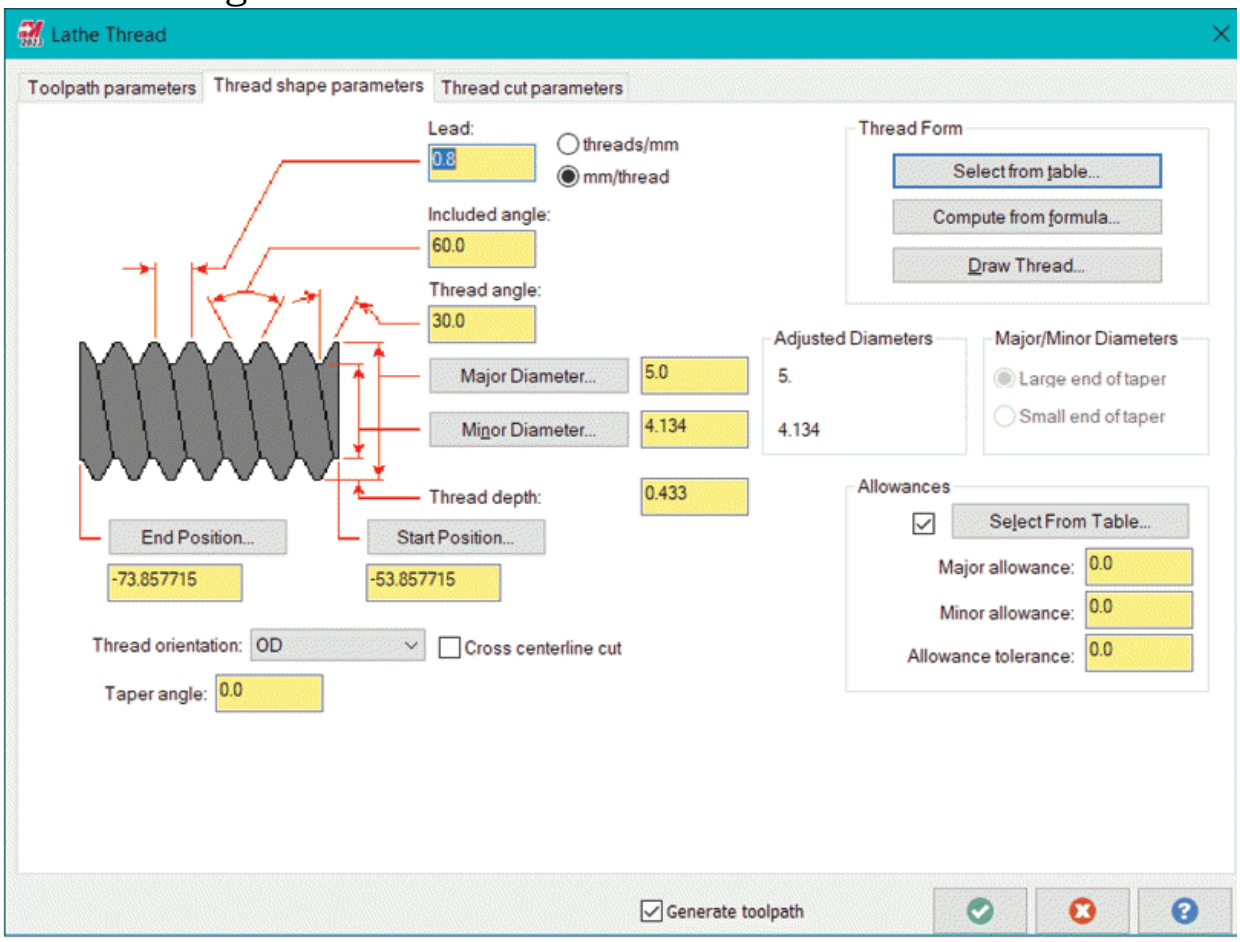

Figure-73. Thread shape parameters page in Lathe Thread dialog box
- Click on the **Thread shape parameters** tab. The dialog box will be displayed as shown in Figure-73.